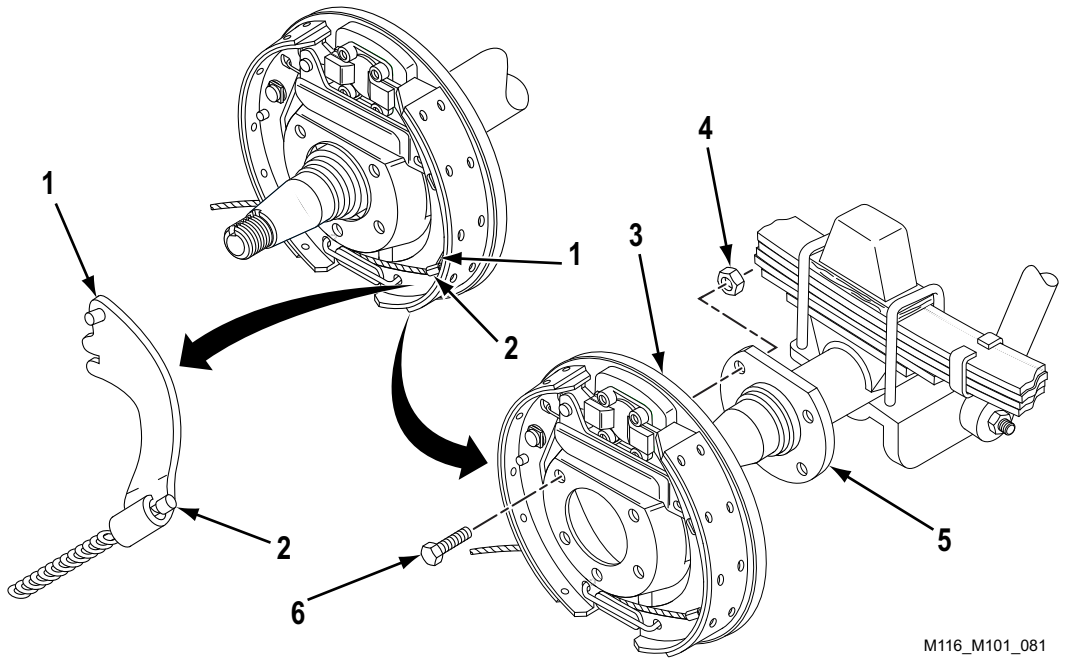

Figure 1. Backing Plate Removal.
1. Unhook swaged sleeve (Figure 1, Item 2) from parking brake lever (Figure 1, Item 1).
2. Remove five nuts (Figure 1, Item 4), cap screws (Figure 1, Item 6), and backing plate (Figure 1, Item 3) from axle (Figure 1, Item 5).